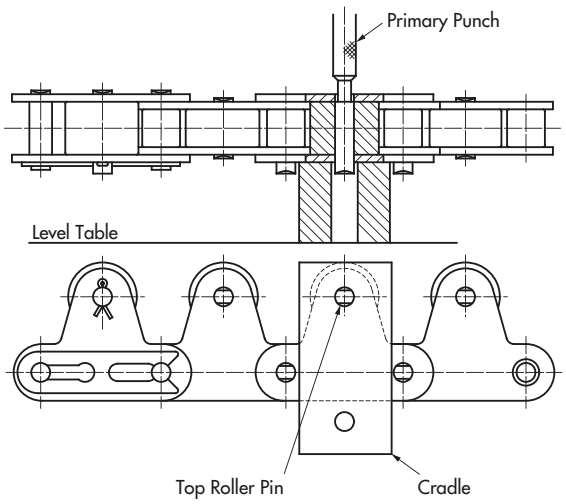

Figure 16: Removing Top Roller Pins
5) Change the setting of the cradle as shown in Figure 16 to remove the top roller pin. (When top rollers are not attached to the outer link, this procedure is not necessary.)